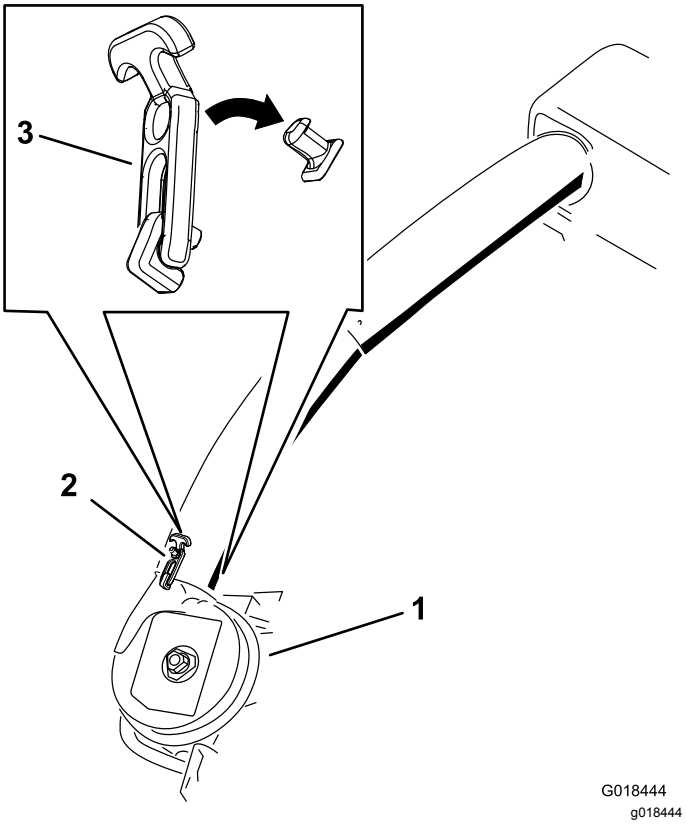

Figur 28
6. Bruk begge låsene til å feste det nedre røret til vifteenheten (Figur 28).
21. Bruk begge låsene til å feste det nedre røret til vifteenheten (Figur 28).